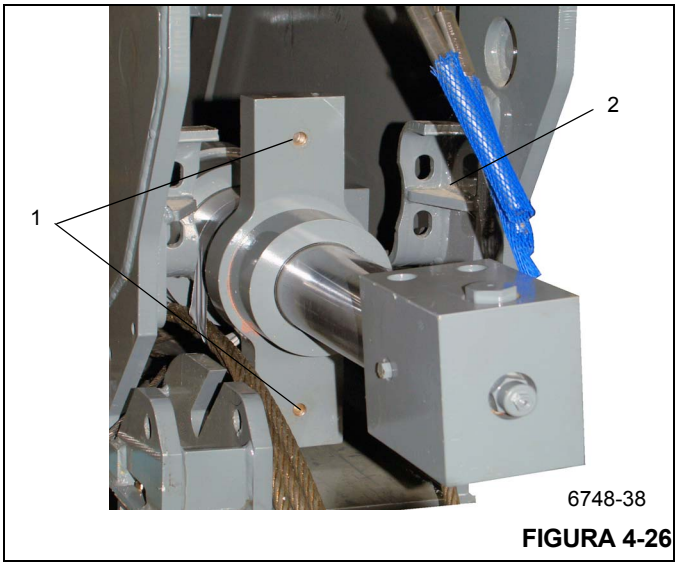

FIGURA 4-26
5. Gire las orejetas de montaje interiores (Figura 4-26, 1) de la varilla del cilindro de modo que queden verticales y pasen libres de la escuadra de montaje (Figura 4-26, 2) en la sección central exterior.